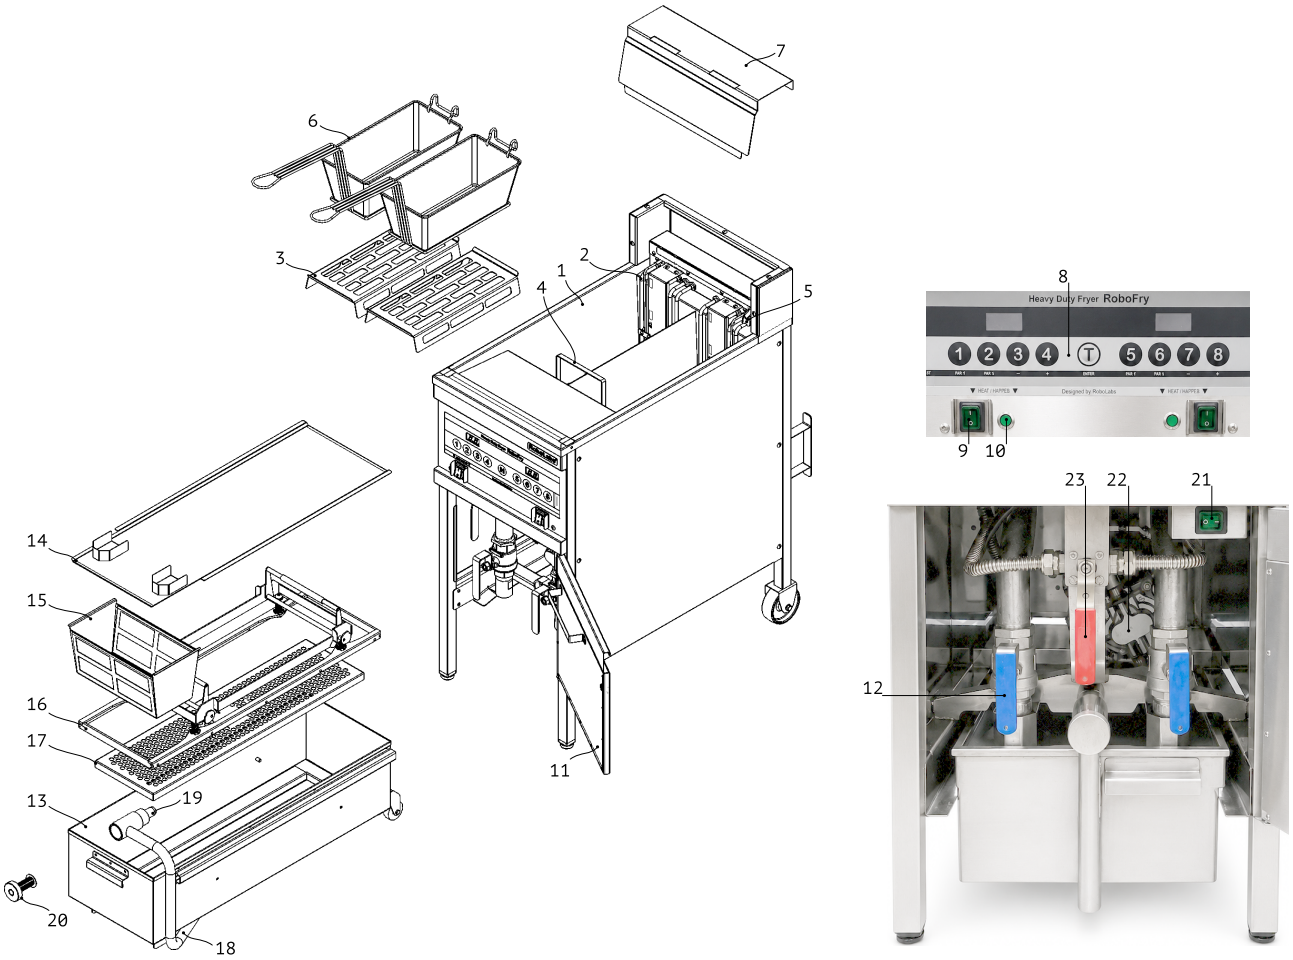

Рисунок 1
Изделие состоит из следующих основных компонентов см. Рис. 1.
4. Извлеките фильтровальный поддон и разберите его на составные элементы, см. Рис. 1. Тщательно промойте все элементы поддона, удалите лишнюю влагу и соберите фильтровальный поддон, установив фильтровальную салфетку между прижимом и вставкой перфорированной. Установите поддон на место, направьте патрубок каждого сливного крана вертикально вниз в поддон.
3. Убедитесь, что фильтровальный поддон установлен на место, а патрубок каждого крана слива (см. Рис. 1) смотрит в поддон.
4. Установите выключатель нагрева в положение (I). На дисплее должно появиться сообщение HEAt.
6. Установите выключатели нагрева каждой ванны в положение (O).